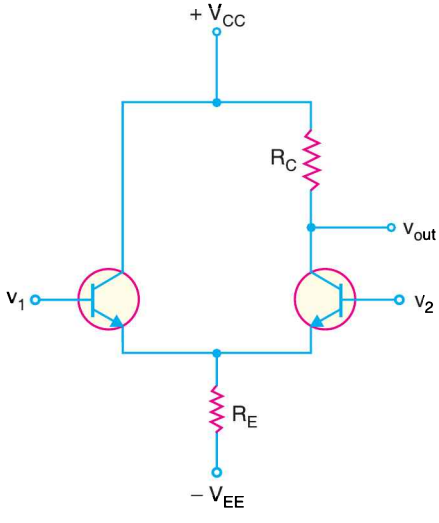
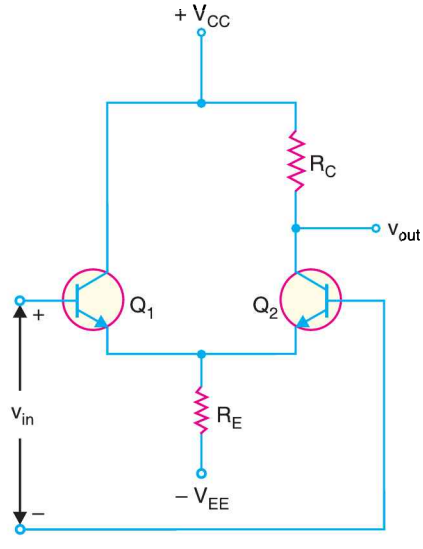
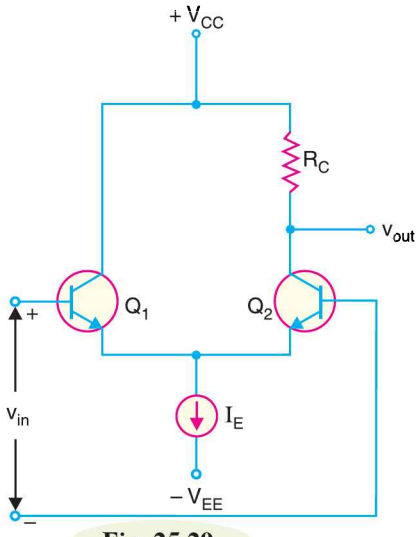
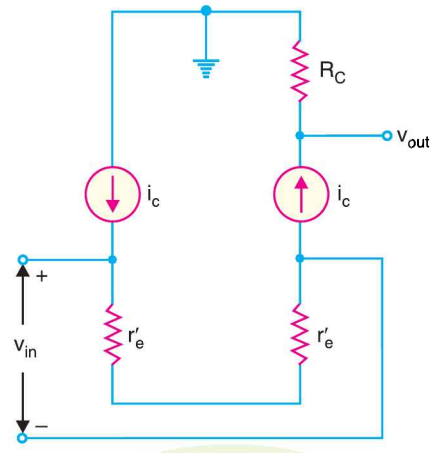

Fig. 25.27
Fig. 25.28
Fig. 25.29
Fig. 25.30
A differential amplifier (*DA*) has a noninverting input and an inverting input. Fig. 25.27 shows the differential amplifier (*DA*) that is used in *IC OP*- amps. Note the circuit has double-ended input and single-ended output.
If you look at the differential amplifier circuit in Fig. 25.27, it responds to the difference between the voltages at the two input terminals. In other words, *DA* responds to v_{in} (= $v_1 - v_2$). Therefore, the circuit shown in Fig. 25.27 can be drawn as shown in Fig. 25.28.
Ideally (*i.e.*, V_{BE} is negligible), the tail current I_E in Fig. 25.27 is $I_E = V_{EE}/R_E$. Once the values of V_{EE} and R_E are set, the tail current is constant. Therefore, to simplify a.c. analysis, we can replace the tail current by a current source (I_E) as shown in Fig. 25.29. This will simplify the a.c. analysis of the circuit with almost no loss of accuracy.
A.C. Equivalent Circuit. We can easily find the a.c. equivalent circuit of differential amplifier by applying the usual rules to Fig. 25.29. The rules are to short all the capacitors, and reduce all d.c. sources to zero. Since a differential amplifier has no capacitors, all that we have to do is to reduce the d.c. sources to zero. Reducing a voltage source to zero is equivalent to replacing it by a short. Reducing a current source to zero is equivalent to opening it. In Fig. 25.29, this means ground the V_{CC} point, ground the V_{EE} point and open the current source. Applying these conditions to Fig. 25.29, we get the a.c. equivalent circuit of differential amplifier shown in Fig. 25.30.
Voltage gain. Fig. 25.30 shows the a.c. equivalent circuit of a differential amplifier. This is how a differential amplifier looks to an a.c. signal. Note that r'_e (= 25 mV/d.c. emitter current) is the a.c. emitter resistance. Since the two $r'_e s$ are in series, the same a.c. emitter current exists in both transistors. The a.c. emitter current is given by;